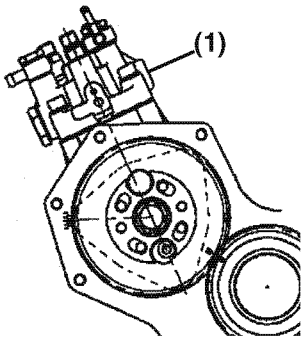
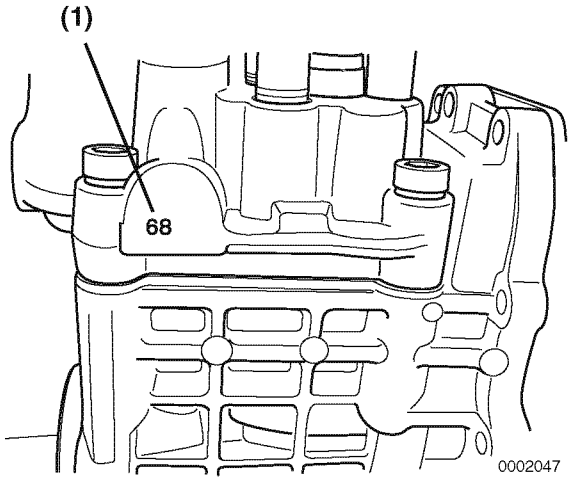

Figure 7-36
Figure 7-37
1. Locate and record the fuel injection pump timing index number **(Figure 7-37, (1))** stamped into the boss on the engine side of the fuel injection pump housing **(Figure 7-36, (1))**. Treat this number as though there is a decimal point between the two digits. i.e. 68 = 6.8